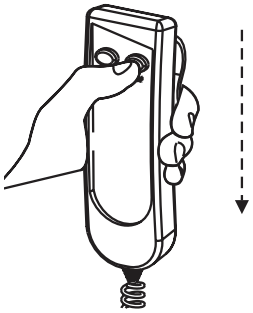

Figure 17-3
9. Press the DOWN button until the lift's tower has moved out of the vehicle. *[Figure 17-3]*